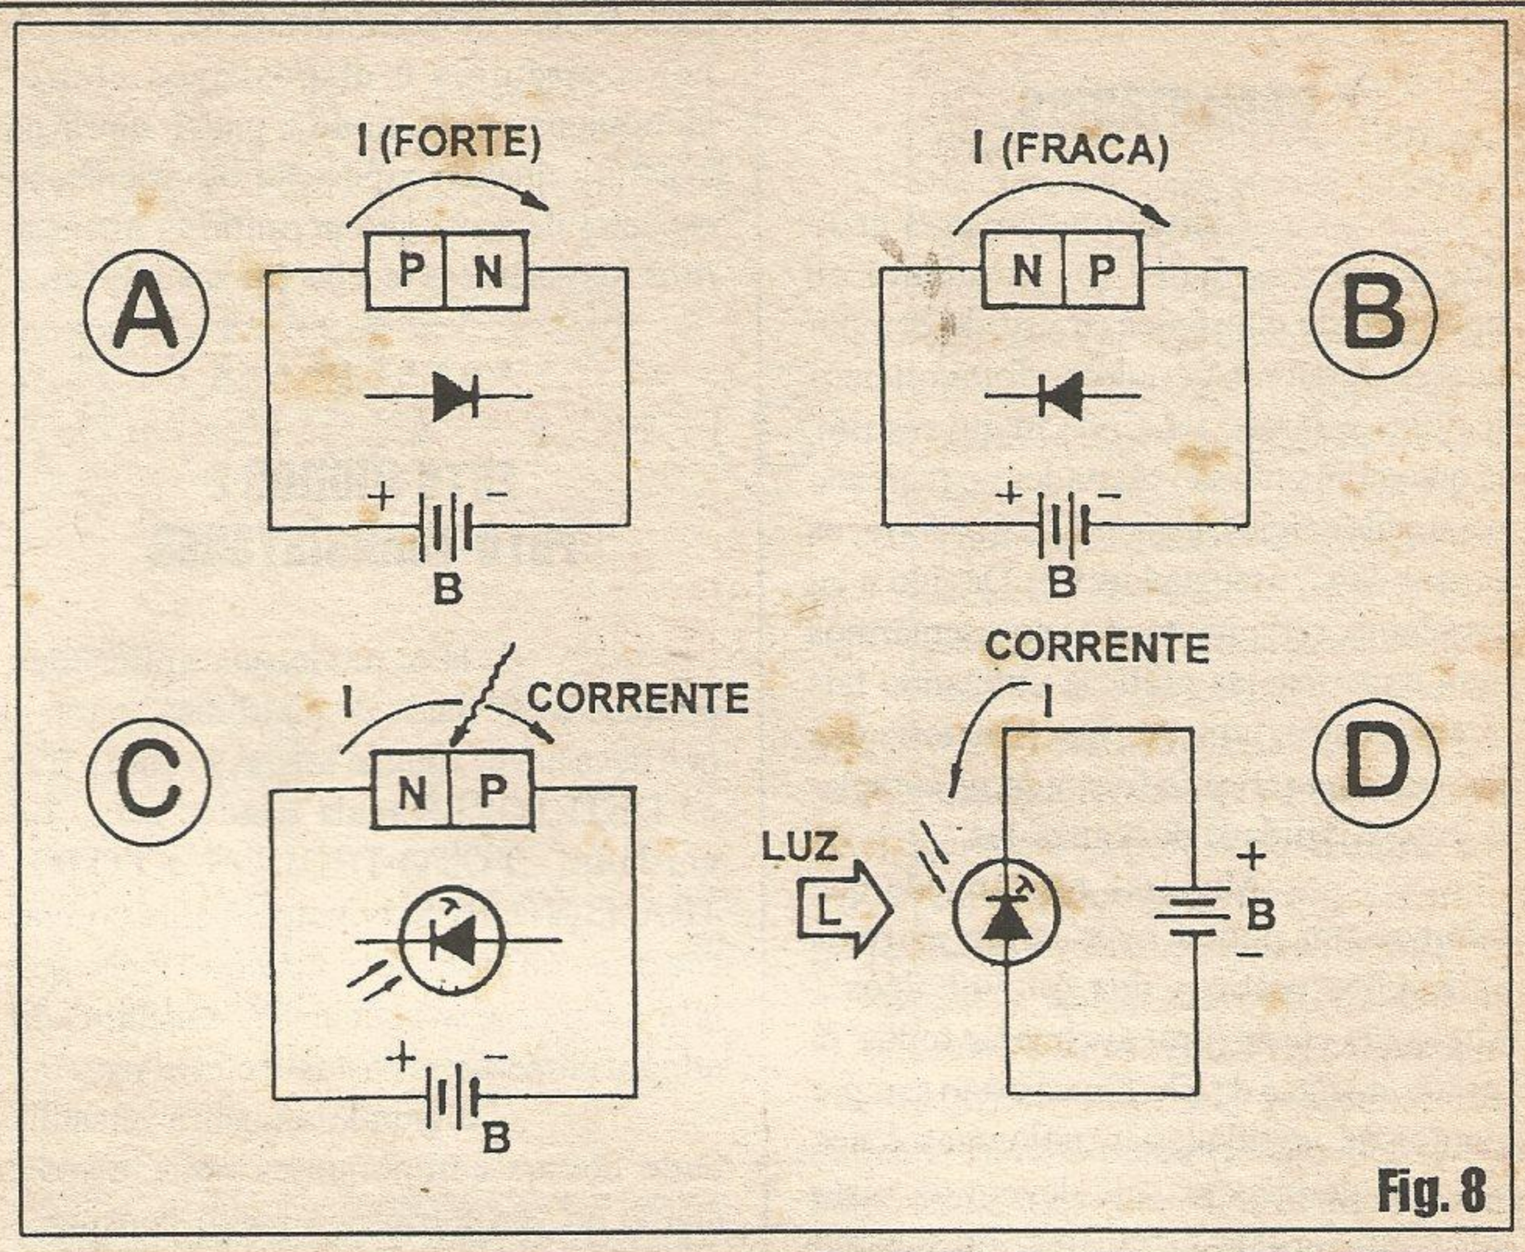

Fig. 8
**- FIG. 8 - OS FOTO-DIODOS -** Os FOTO-DIODOS pertencem ao grupo dos DETETORES por JUNÇÃO SEMICONDUTORA, mantendo certas semelhanças estruturais (fáceis de perceber...) com os FOTOVOLTAICOS semicondutores... Um FOTO-DIODO também é formado por uma junção P-N (ou seja, de materiais *dopados* com impurezas especificamente calculadas para que assumam polaridades deiferentes, devido à *sobra* de elétrons ou de *buracos*...). Assim, basicamente, um FOTO-DIODO não é mais do que um diodo (junção semicondutora P-N), cujo encapsulamento permite à luz atingir a junção... A diferença entre um FOTO-DIODO e um FOTOVOLTAICO reside apenas na *forma* de obtermos o seu funcionamento, e dele *recolhermos* os sinais elétricos proporcionais à energia luminosa que recebem... Enquanto um FOTOVOLTAICO opera *sem* a aplicação de energia (já que é *ele mesmo*, graças à sua grande área de junção - conforme já vimos - quem gera os sinais elétricos, a partir da luz recebida...), o FOTO-DIODO precisa de uma polarização, uma aplicação de tensão fornecida por fonte externa, nos seus terminais. Outra característica importante do FOTO-DIODO é que ele trabalha, normalmente, com polarização *inversa* (esse *negócio* de polarização *direta* e *inversa* foi explicado aos caros leitores/*alunos* na distante *aula* nº **3** do **ABCDE**, na *lição* que abordou os diodos *comuns*...). Observando o diagrama, recordaremos que em qualquer diodo semicondutor (junção P-N) submetido a polarização *direta* (como em **A**), obteremos a passagem de corrente relativamente intensa pelo componente... Já se aplicada polarização *inversa* (como em **B**), na prática a corrente será quase que totalmente bloqueada, restando apenas uma *correntezinha inversa* minúscula, residual, uma irrisória *fuga* de elétrons em sentido contrário ao da polarização "natural" da